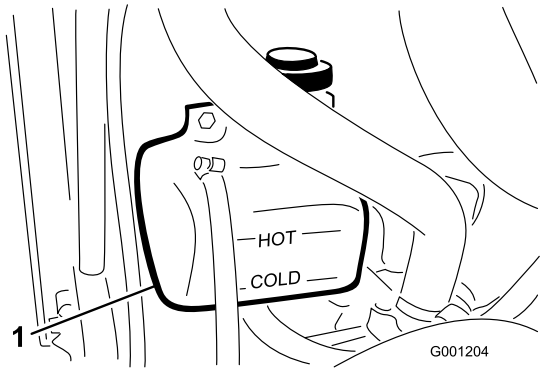

**Figur 24**
1. Kontrollera kylvätskenivån i expansionstanken (Figur 24). Nivån bör ligga mellan markeringarna på sidan av tanken.